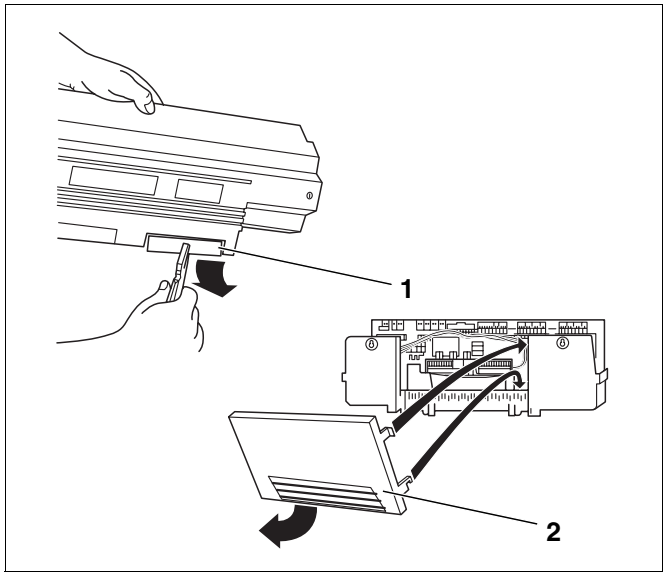

Рис. 28 Подготовка кабельного прохода
- Отломить заглушку (рис. 28, **поз. 1**), если это необходимо, на задней стенке кабельного прохода (Logamatic 4xxx) или снять часть задней стенки (Logamatic 4xxx) (рис. 28, **поз. 2**).